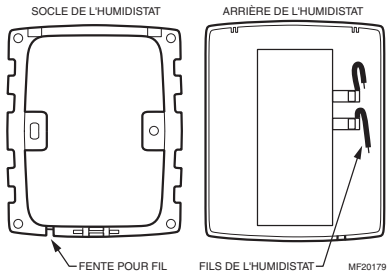

**Fig. 12. Socle et vue arrière de l'humidistat.**
7. Connecter les fils basse tension aux conducteurs et remettre le boîtier du H8908. Voir la Fig. 12.